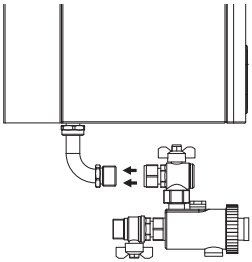

Figura 4
3. Conecte el desfangador a la caldera a través de la válvula de sálida y el caño accesorio como indica la Figura 4. Con la herramienta provista apriete completamente la tuerca de ajuste. Luego apriete las tuercas de giro libre para asegurar el sellado hermético.